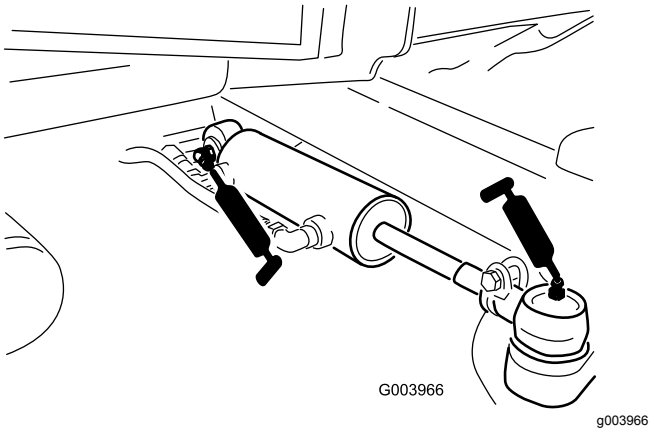

Figuur 69
- Kogelverbindingen van stuurcilinder (2) (Figuur 69)